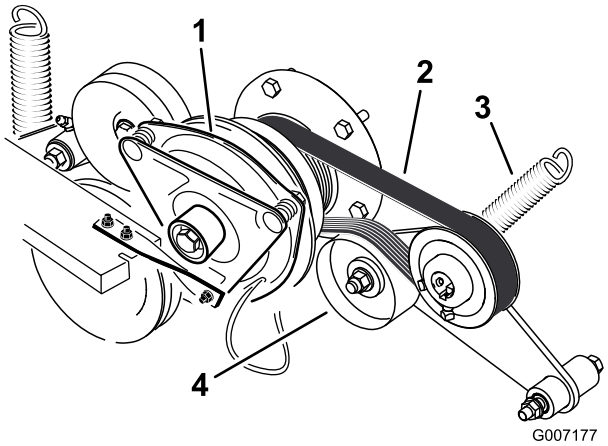

Figur 63
3. Tag fjederen af styrearmen (Figur 63).
4. Monter den nye rem omkring motorens og hydropumpens remskiver (Figur 63).
6. Monter fjederen på styrearmen (Figur 63).